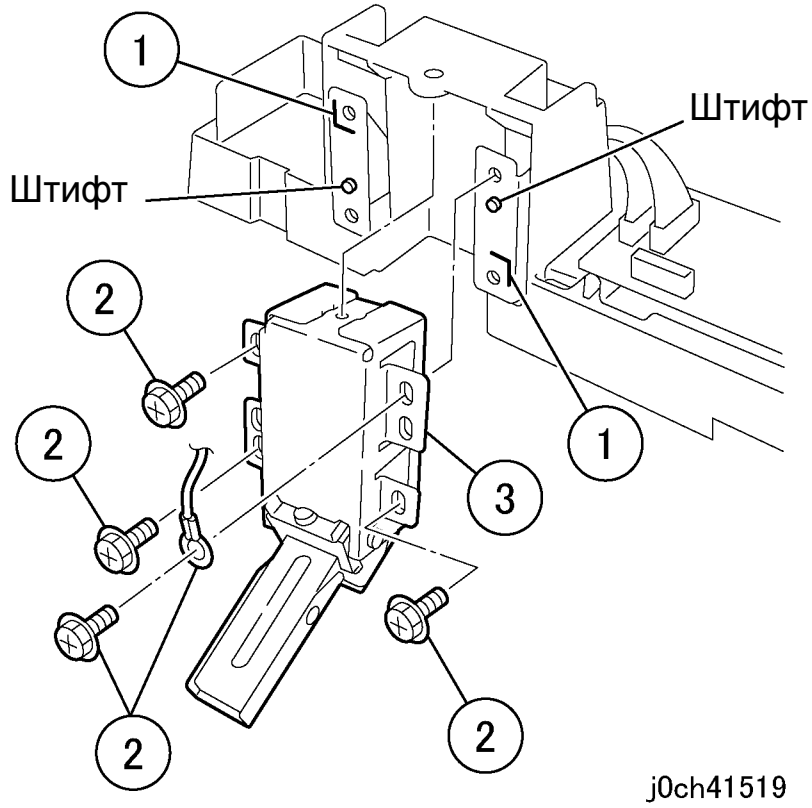

Рисунок 2 Снятие правого противовеса (j0st41519)
4. Отверните винты, крепящие правый противовес (рисунок 2).